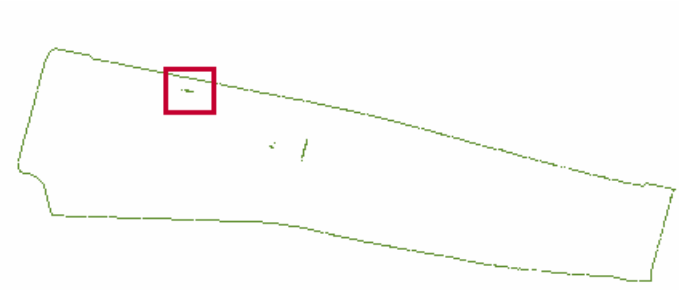

Figure 24
11. Magnify the zone indicated in Figure 24.